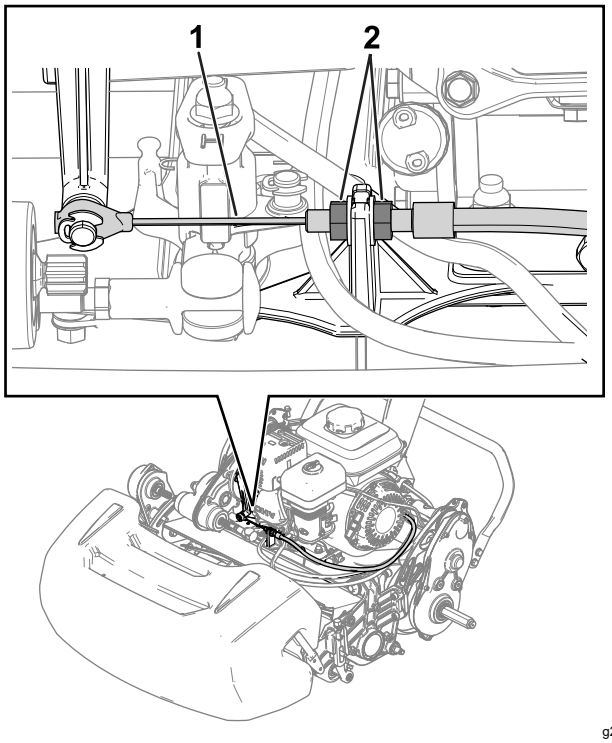
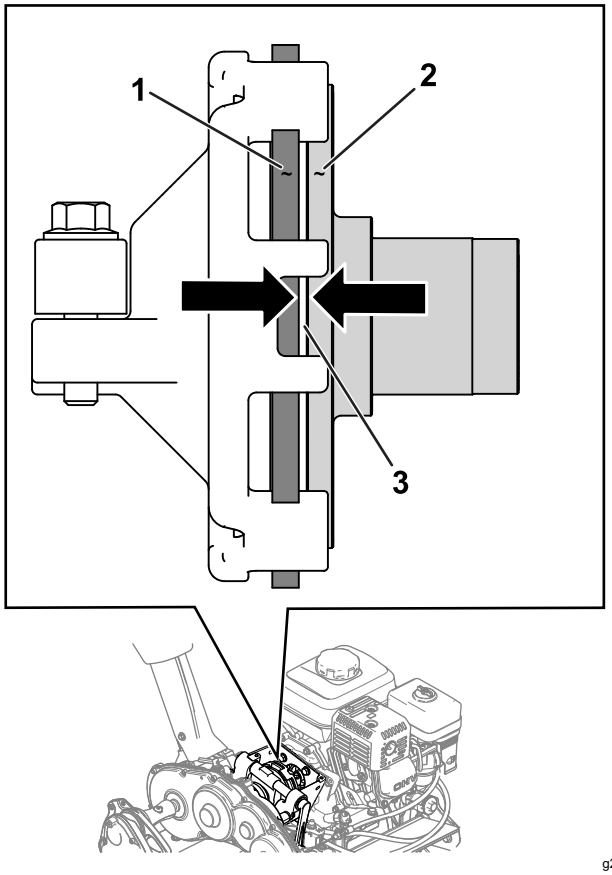

Figur 34
Figur 35
2. Løsn kontramøtrikkerne, og juster traktionskablet, til der opnås en afstand på 1,1 mm mellem friktionsskiven og trykpladen (Figur 34 og Figur 35).